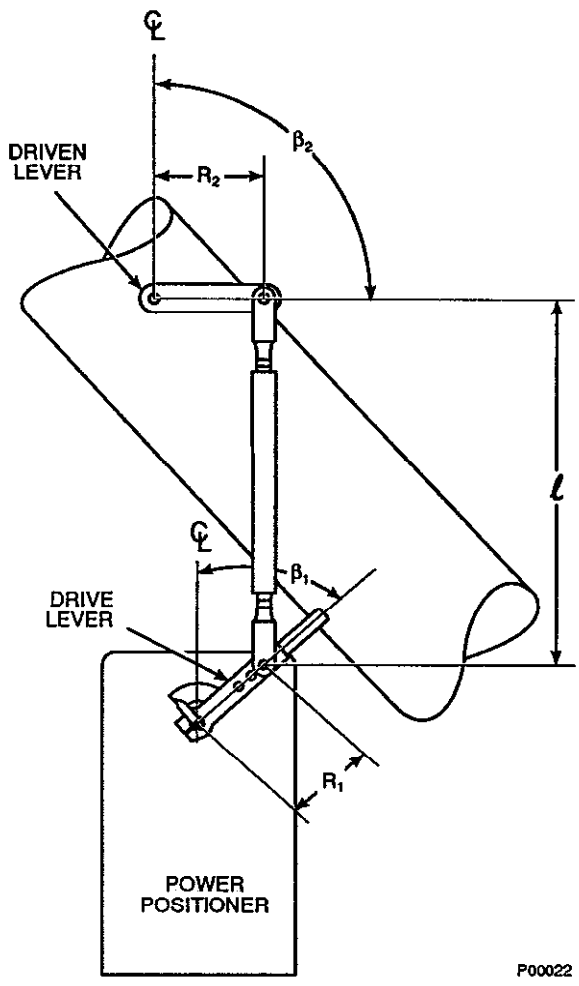

Figure 4-5. Characterized Linkage Calibration
b. Characterized. Use installation plans to verify angles and lengths of actual installation. If installation plans for the linkage are unavailable, refer to paragraph 2-6b.1 for procedure to calculate correct angles and lengths. Use the following procedure to measure and adjust characterized linkage (Figure 4-5).
1. Measure angle β_1 from vertical centerline, to power positioner's operating lever (Figure 4-5). This is power positioner offset.